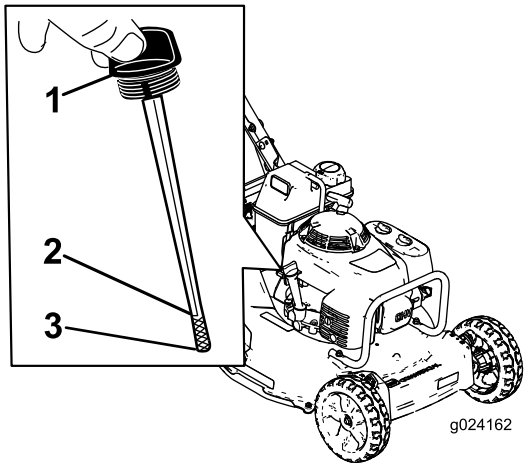

Figuur 6
Controleer voor elk gebruik of het oliepeil tussen de markeringen Bijvullen en Vol op de peilstok staat (Figuur 6).
2. Maak de omgeving van de peilstok schoon (Figuur 6).